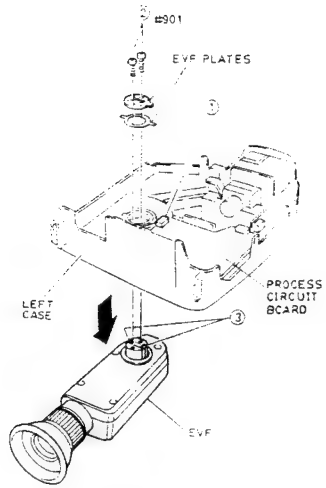

Fig. 2-24
1) Disconnect one (1) connector (CN1209) on the process circuit board. (See Fig. 2-24)
2) Remove two (2) screws holding the EVF and EVF plates.
3) Release two (2) tabs and remove the EVF from the left case in the direction of the arrow.